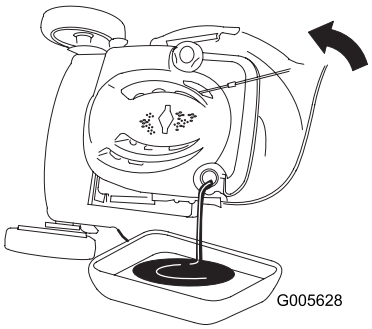

Figur 32
3. Vend gressklipperen over på siden, med luftfilteret opp, for å tømme den brukte oljen ut gjennom oljefyllingsrøret (Figur 32).